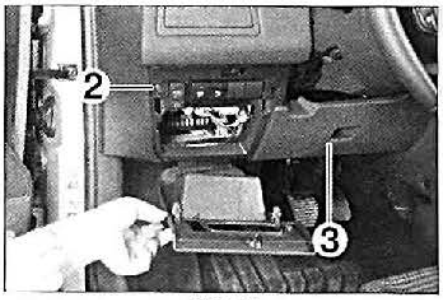

FIG. 10
• Desmontar el tornillo de huella "Torx" (2).
• Desengrapar el panel de guarnición inferior (3) **(fig. 10)**.